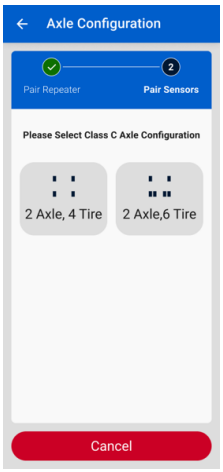

Fig.13
3. After selecting a Trailer Type, choose from the available presets **(Fig. 13)**.